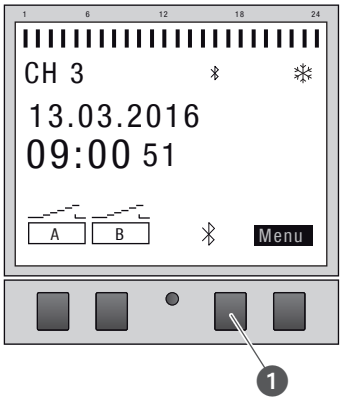

Fig. 22: Établissement de la connexion Bluetooth à l'extension de canal
6. Appuyez sur la touche Bluetooth (Fig. 22/❶) de l'extension de canal.